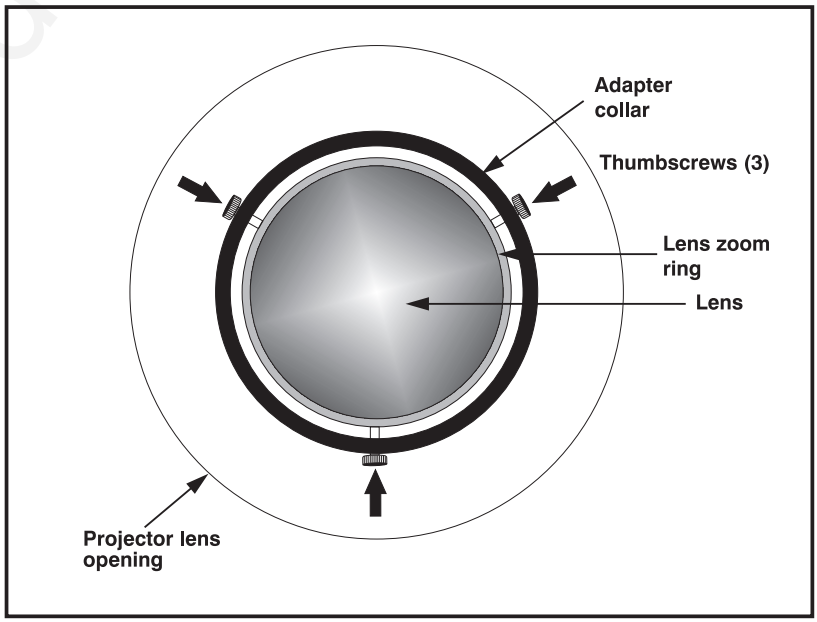

Figure 4-14. Tighten 3 thumbscrews equally
f) Turn off and unplug the projector. Gradually tighten the 3 thumbscrews equally, taking care to keep the adapter collar and lens centered with one another (Figure 4-14). The adapter collar should be securely attached to the lens zoom ring when you are done.